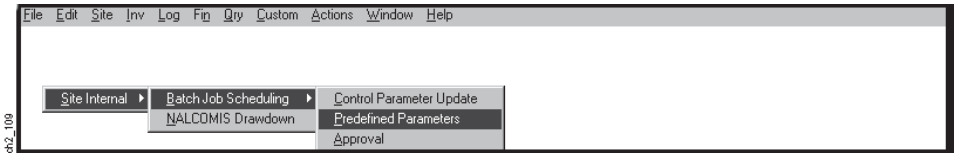

Figure 2-130
(1) Step 1. On the Batch Job Scheduling Submenu above (Figure 2-130), select the Predefined Parameters Option.